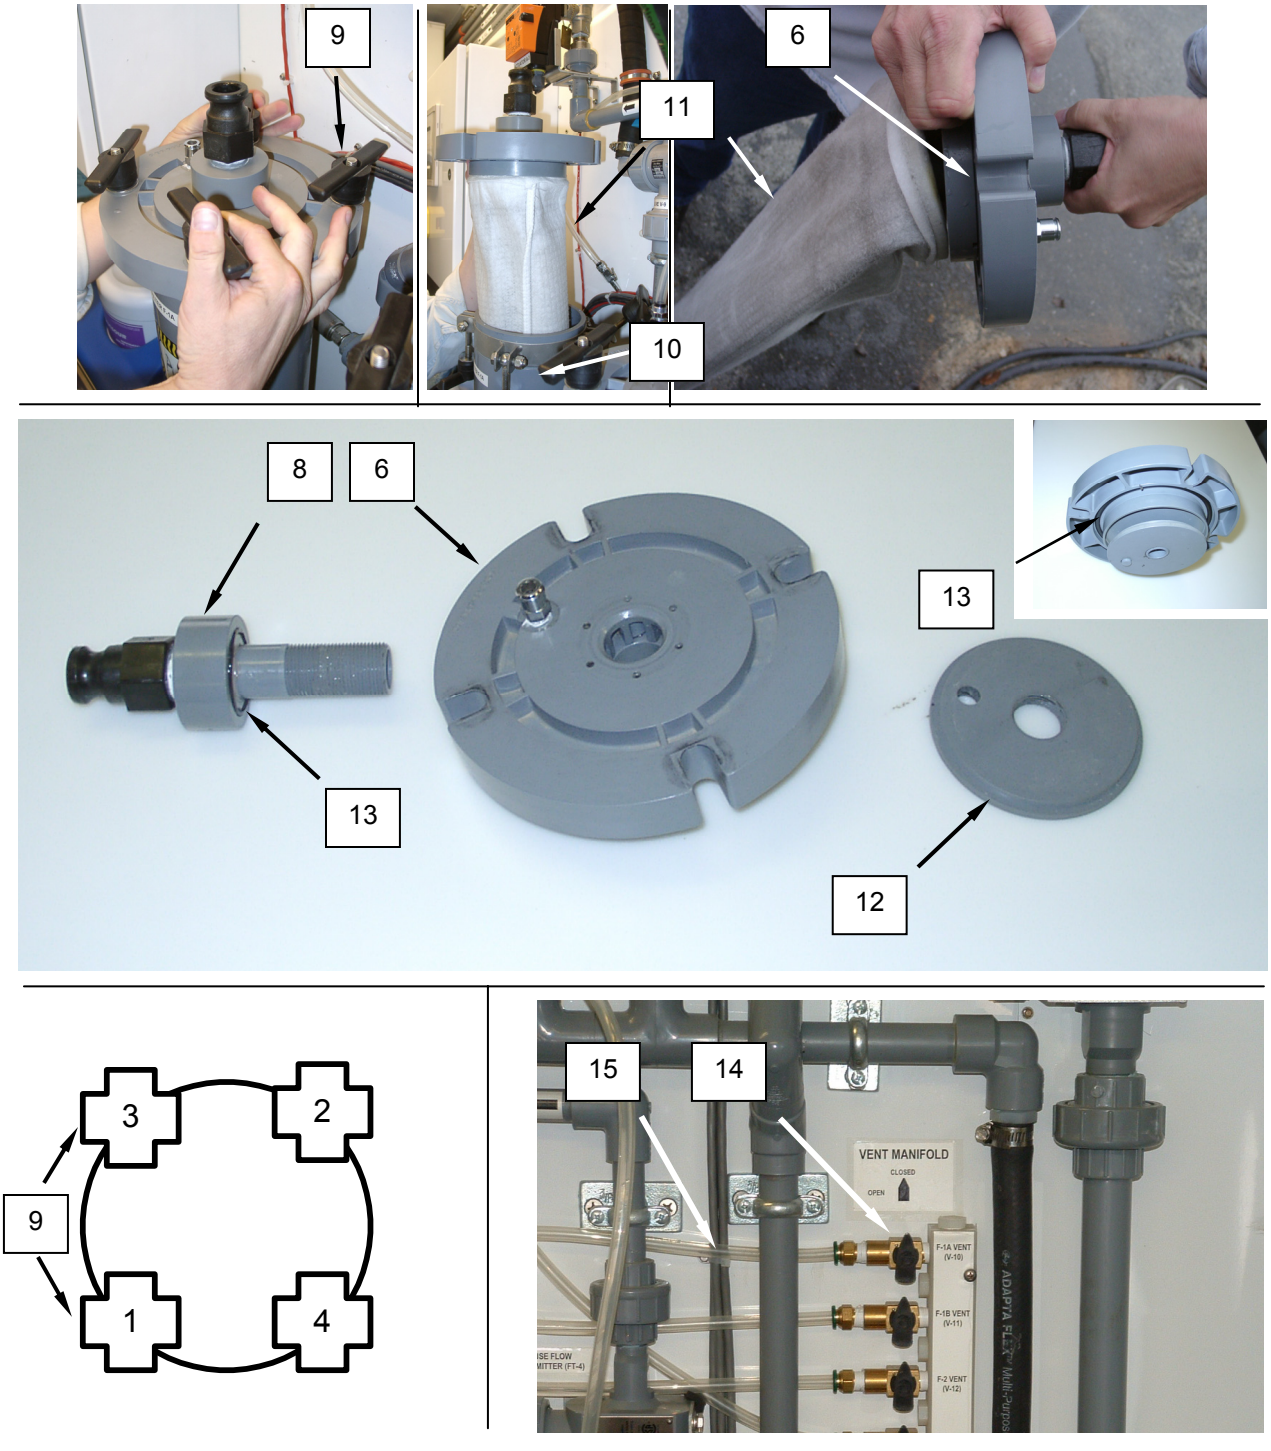
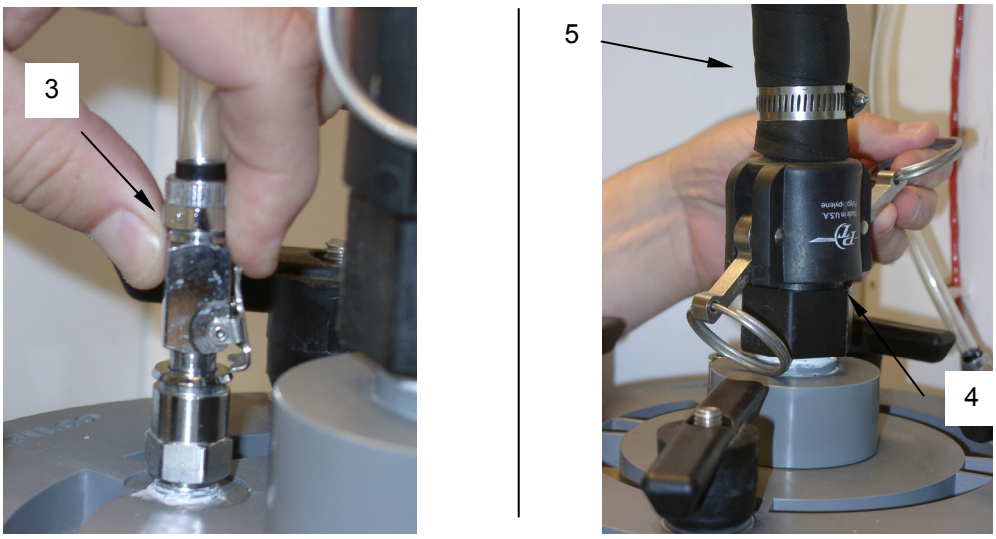

Figure 3. Replace the F-1A or F-1B Filter Elements.
Figure 4. Installing the Filter and hoses.
3. Loosen and remove the knobs **(Figure 3, item 9)** securing the filter cap **(Figure 3, item 6)** to the filter housing **(Figure 3, item 10)**, and remove the filter cap, with filter **(Figure 3, item 11)**, from the filter housing.
4. Loosen the QD male fitting **(Figure 3, item 8)** enough to remove the filter sock **(Figure 3, item 11)** from the filter retainer plate **(Figure 3, item 12)**.
5. Ensure the filter cap **(Figure 3, item 6)** is clean of all residue.
7. Fit the replacement filter sock **(Figure 3, item 11)** to the filter retainer **(Figure 3, item 12)** so that grooved edge (flange) lays against the filter cap. Ensure the seam of the bag opening is thoroughly captured by the filter retainer.
8. Tighten the filter retainer **(Figure 3, item 12)** hand tight using the QD male fitting **(Figure 3, item 8)**.
9. Ensure all O-rings **(Figure 3, item 13)** are clean, serviceable, and in place. O-rings must be coated with a light application of the silicone grease supplied in the service support package.
10. Wet the filter sock **(Figure 3, item 11)** thoroughly with source water.
11. Install the filter cap **(Figure 3, item 6)** with replacement filter **(Figure 3, item 11)** onto the filter housing **(Figure 3, item 10)**. The filter sock may be folded to aid insertion into the filter canister.
12. Hand tighten the QD male fitting **(Figure 3, item 8)**.
13. Use a strap wrench **(Figure 3, item 7)** to tighten the QD male fitting an additional ¼ turn.
14. Secure the filter cap **(Figure 3, item 6)** in place with the two back (3,2) retaining knobs, **(Figure 3, item 9)** tighten until meeting resistance. Balancing the tightening sequence.
16. Secure the filter cap **(Figure 3, item 6)** in place with the two back (3,2) retaining knobs, **(Figure 3, item 9)** tighten until meeting resistance. Balancing the tightening sequence.
17. Install the QD fitting **(Figure 4, item 4)** with hose **(Figure 4, item 5)** onto the QD male fitting **(Figure 3, item 8)**.
18. Install the filter vent hose **(Figure 4, item 3)**.